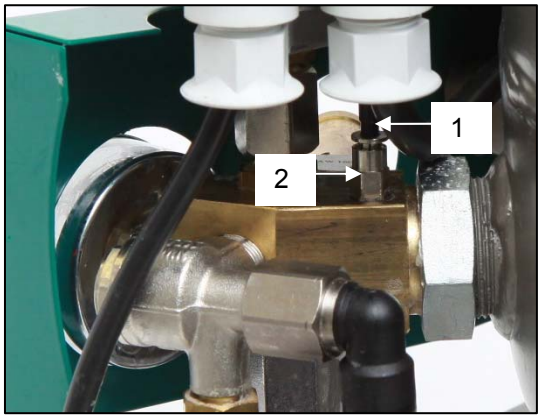

Abb. 8
12.2. **Verbinden Sie den Schrank-Druckmesserschlauch mit dem Kompressor** (Abb. 8)